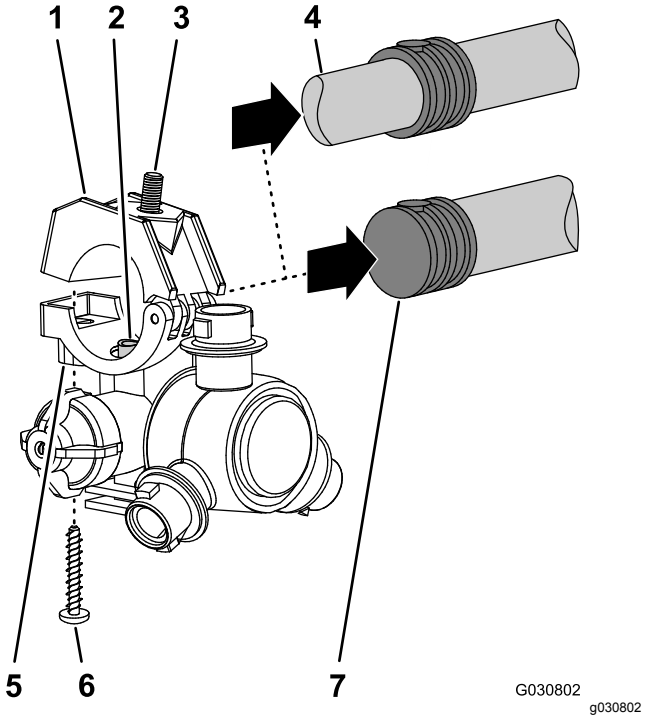

Figur 133
5. Bruk de åtte sprederdysene du fjernet i trinn 1, og fjern skruene i rustfritt stål (nr. 12 x 1 1/4 tomme) som fester den øvre klemmehalvdelen og slangeskaftet med mothake på én eller begge sider (19 mm) i kroppen på hver sprederdyse, og fjern slangeskaftene med mothake (Figur 133).